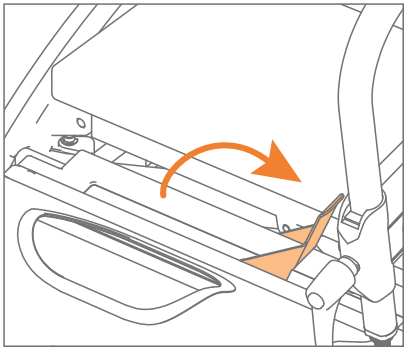

Figure 49: Unlocking the transport chair package.
a. Pull up the red handle without force. This way the locking bolts are tied in, and the transport chair package unlocked **(Figure 49)**.